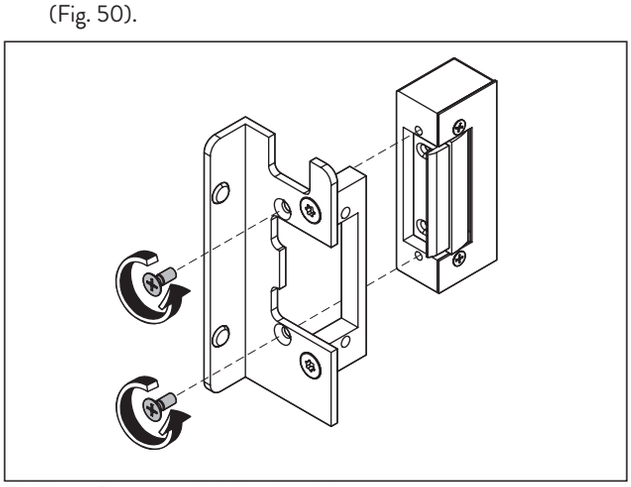

Fig. 50 Desmontar el abridor electrónico
3. Desenrosque los tornillos y retire el abridor electrónico (Fig. 50).